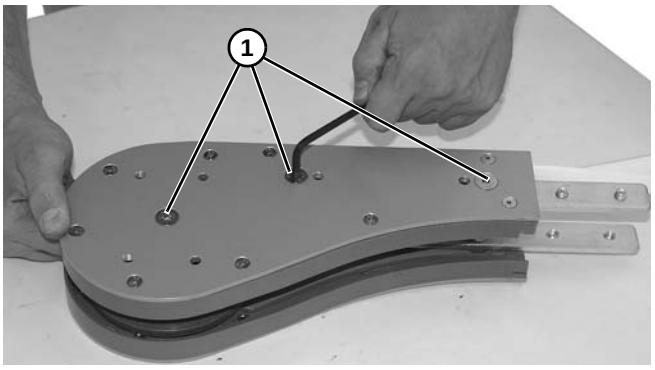

Figure 67
3. Remove three flat head screws **(Figure 67, item 1)**.